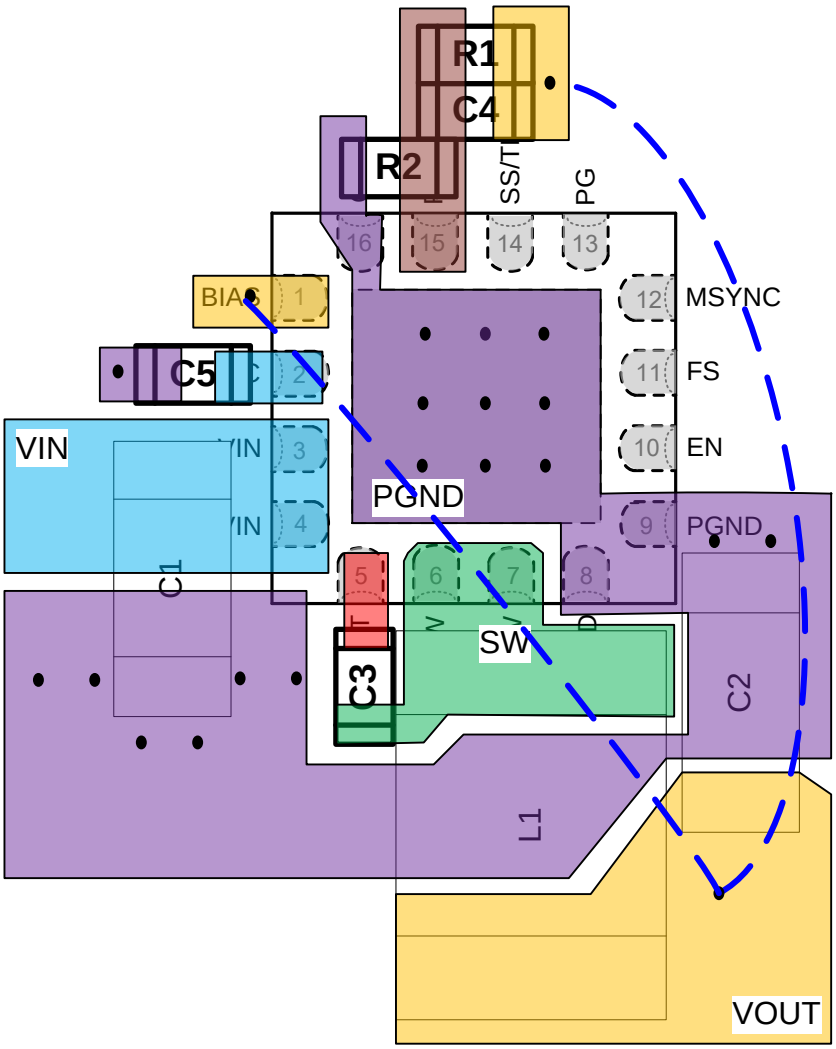

**Figure 47. PC Board Layout**
9. See Figure 47 for more details.